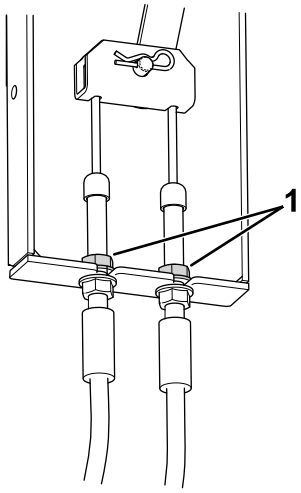

Bild 76
3. Lokalisieren Sie die Bremskabelhalterung (Bild 76) unter der linken Seite der Maschine, nahe dem linken Rad.